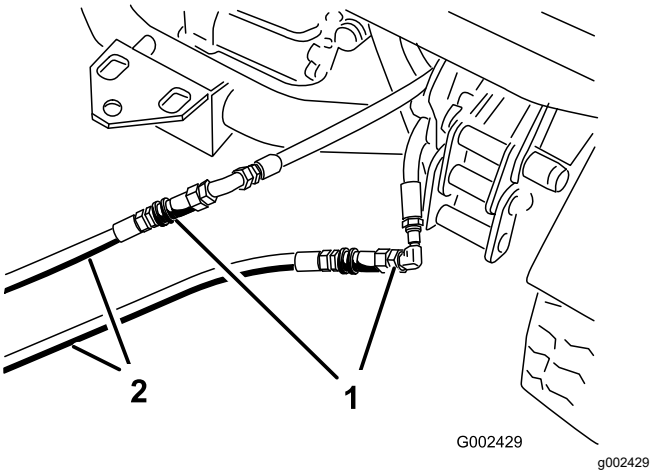

Figur 74
3. Koppla ihop de båda startslangarna med slangarna som kopplades bort på den maskin som är ur funktion (Figur 74).